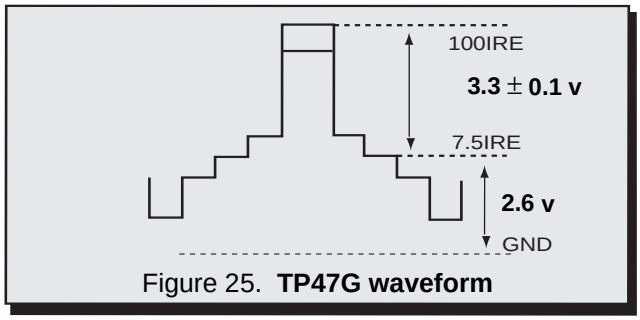

Figure 25. **TP47G waveform**
3. In Serviceman Mode, select DAC for Brightness adjustment (BRIGHT), and adjust data to obtain 2.6v between 7.5IRE and GND level at TP47G. (See waveform detail, Fig. 25)
4. In Serviceman Mode, select DAC for Contrast adjustment (CONT), and adjust data to obtain 3.3±0.1V between 7.5IRE and 100IRE level at TP47G. (See waveform detail, Fig. 25)